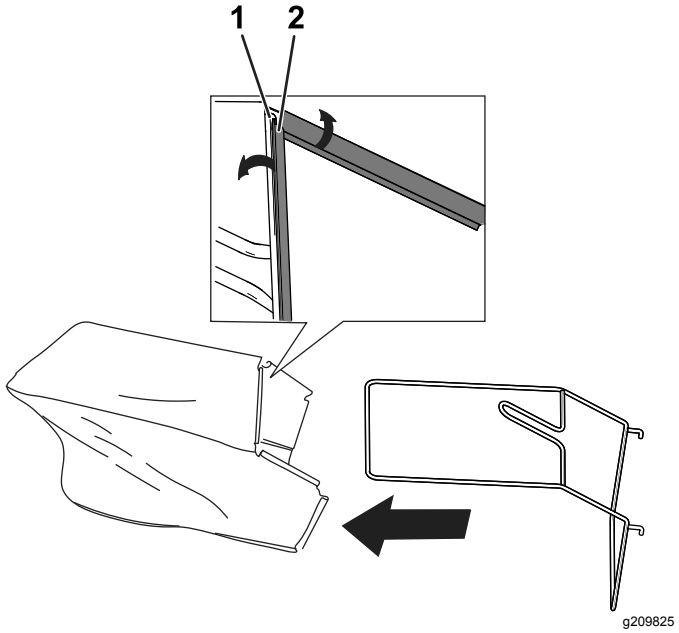

Figur 8
1. Skjut in gräsuppsamlarramen i gräsuppsamlaren (Figur 8).
2. Placera alla sex gräsuppsamlarklämmorna över gräsuppsamlarramen (Figur 8).